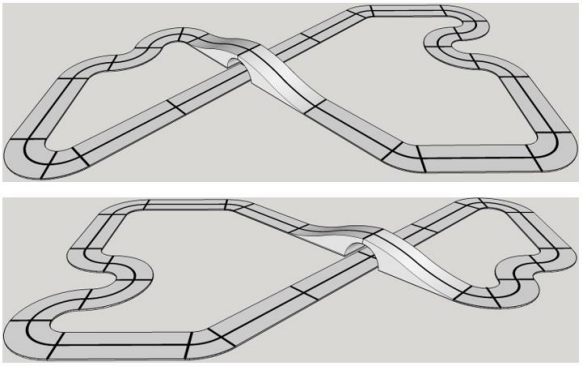

Figura 4. Vista 3D de pista para velocistas.
- La trayectoria no incluirá ángulos rectos (ver Figura 4), sin embargo, existirán líneas perpendiculares a la trayectoria que estarán ubicadas en las uniones de las secciones de la pista. Estas líneas tienen las mismas características de la línea de la trayectoria (cinta aislante negra), y podrían ser usadas para establecer perfiles de velocidad, entre otros.